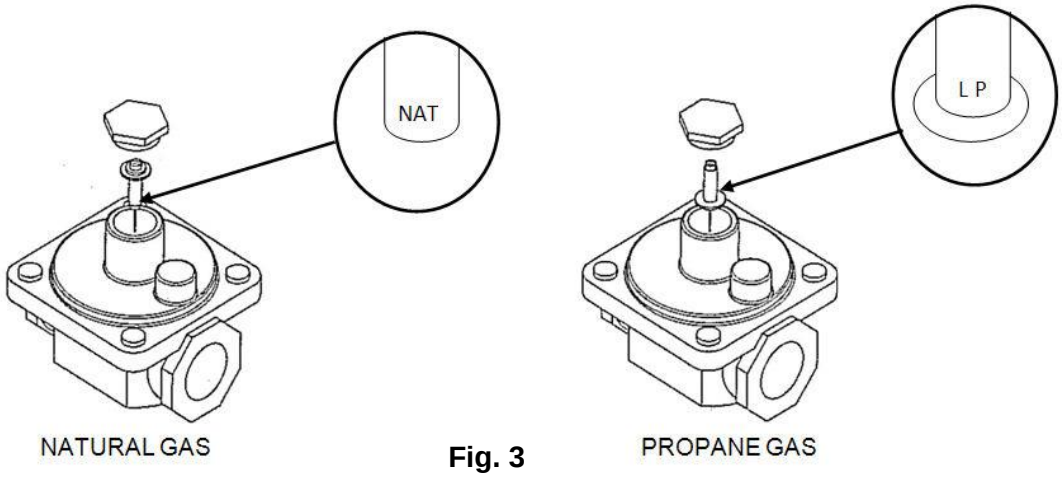

Fig. 3
2. Set the regulator to 10” W.C. by inverting the regulator spring plug. See Fig. 3.